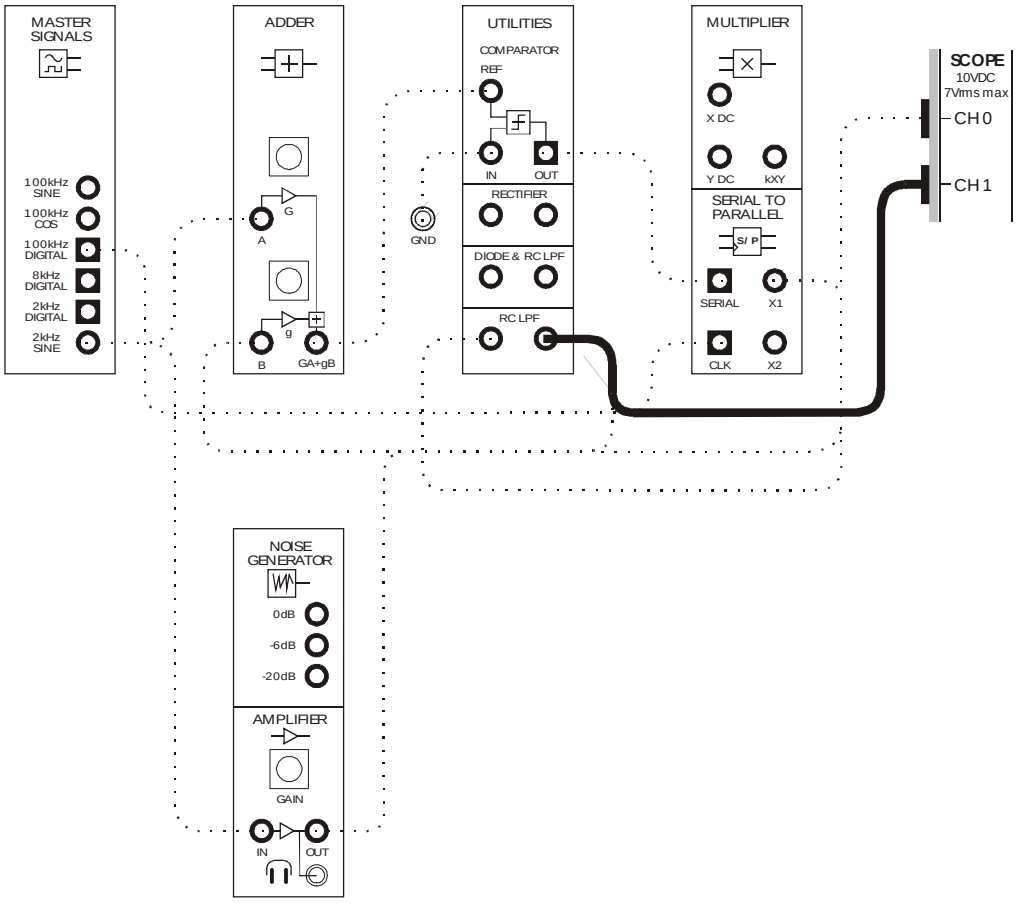

Figure 11
22. Return the scope's Channel 1 input to the RC LPF's output as shown in Figure 11 below.